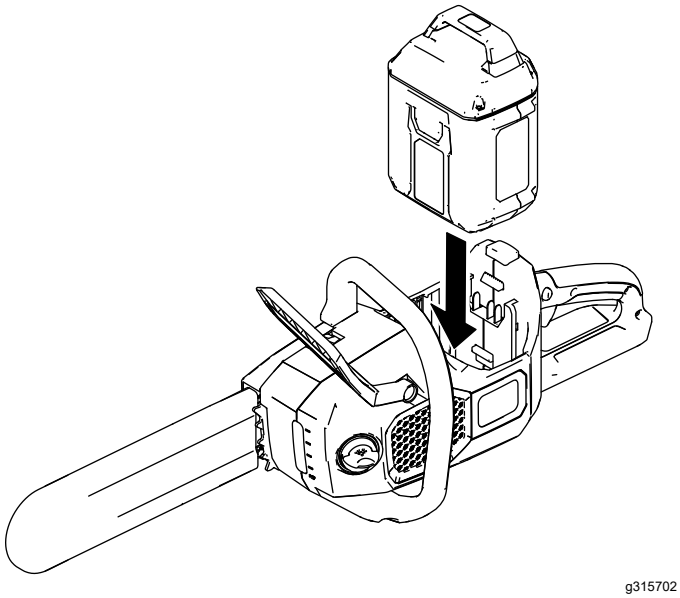

Figur 7
3. Rikta in batteripaketets ände mot batterifacket i motorsågen (Figur 7).